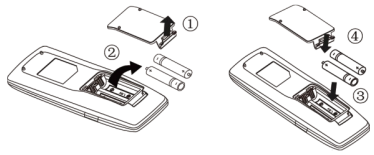

Fig 1 Fig 2
1. Lift the cover along the direction of arrow (as shown in Fig 1①).
2. Take out the original batteries (as shown in Fig 1②).